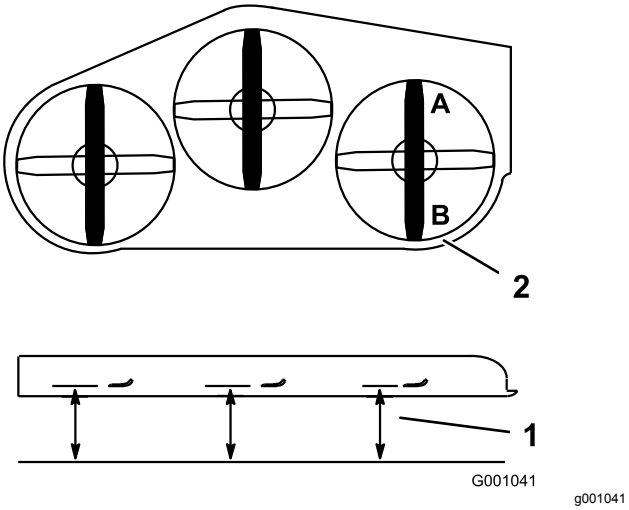

Bild 85
1. Stellen Sie das **rechte** Schnittmesser in Längsrichtung (Bild 85).
2. Messen Sie das rechte Messer an der Stelle **A** von einer ebenen Oberfläche bis zur Schnittkante der Messer (Bild 85).
4. Messen Sie das rechte Messer an der Stelle **B** von einer ebenen Oberfläche bis zur Schnittkante der Messer (Bild 85).
6. Das Schnittmesser sollte an Stelle **A** 6 mm bis 10 mm niedriger sein als an Stelle **B** (Bild 85). Sollte die Einstellung nicht richtig sein, machen Sie mit den folgenden Schritten weiter.